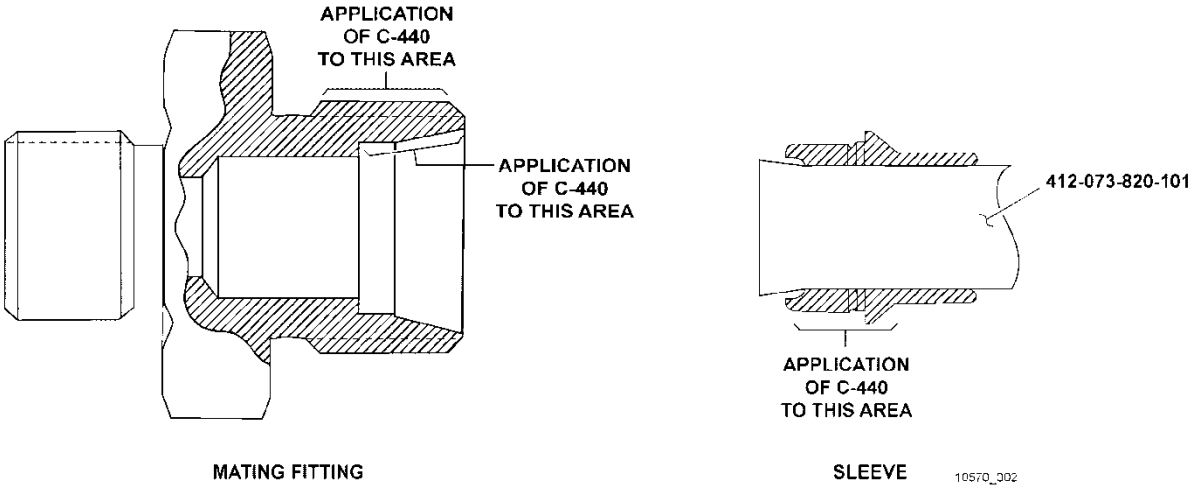

Figure 2 - Application of Anti-seize Compound (C-440)
a. Lubricate the shoulder of the sleeves, threads, and seat of the mating fittings with anti-seize compound (C-440) (Figure 2).